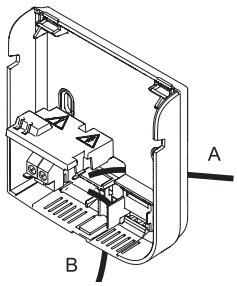

Rys. 45 - Przeprowadź przewód zasilania
1. Przeprowadź kabel zasilania przez tylny otwór (A) lub wejście kablowe (B) (Rys. 45).